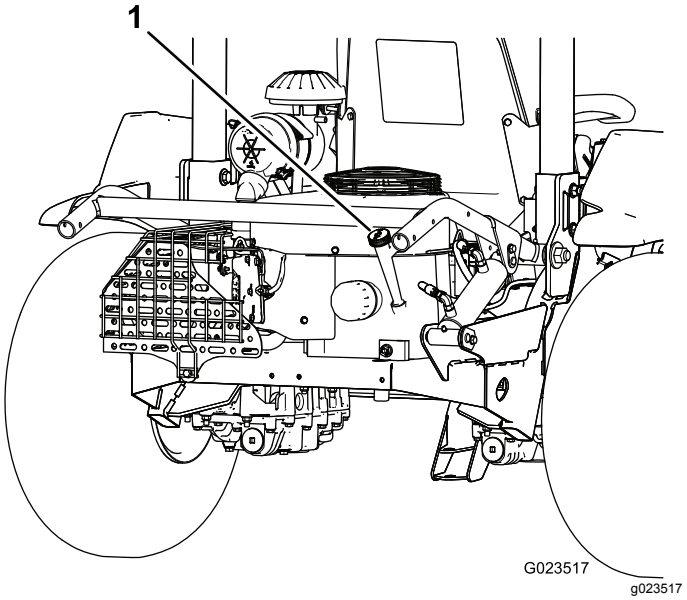
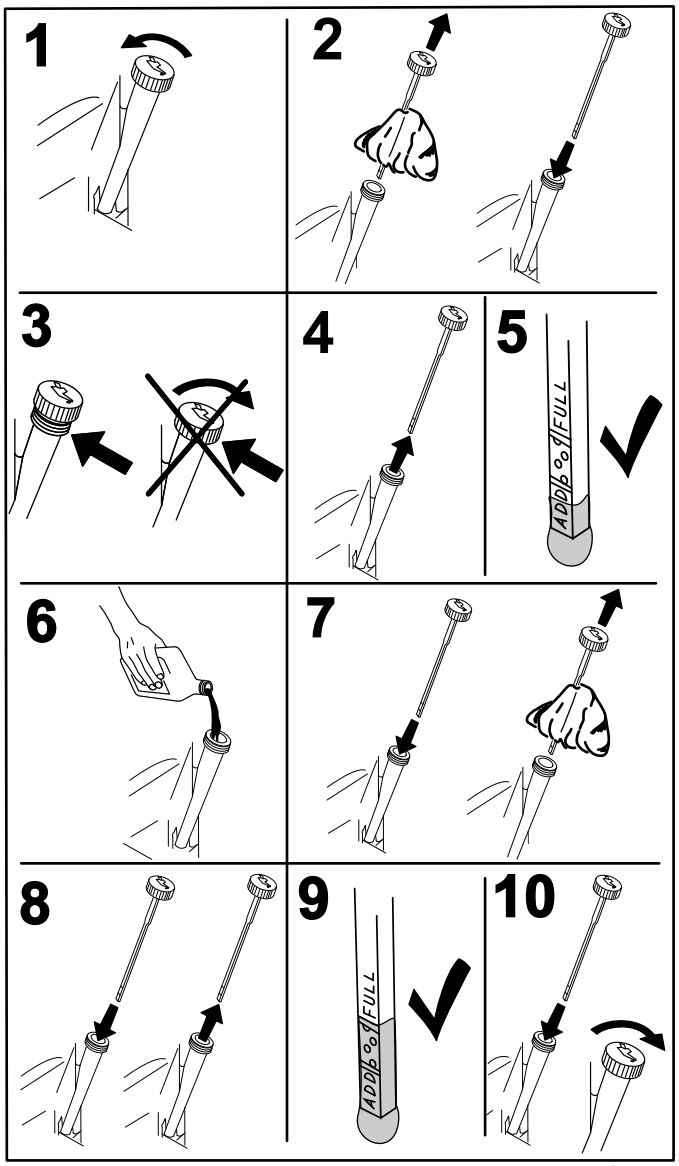

**Figur 14**
**Figur 15**
2. Ta ut peilestaven (Figur 14) og tørk den med en ren fille (Figur 15).